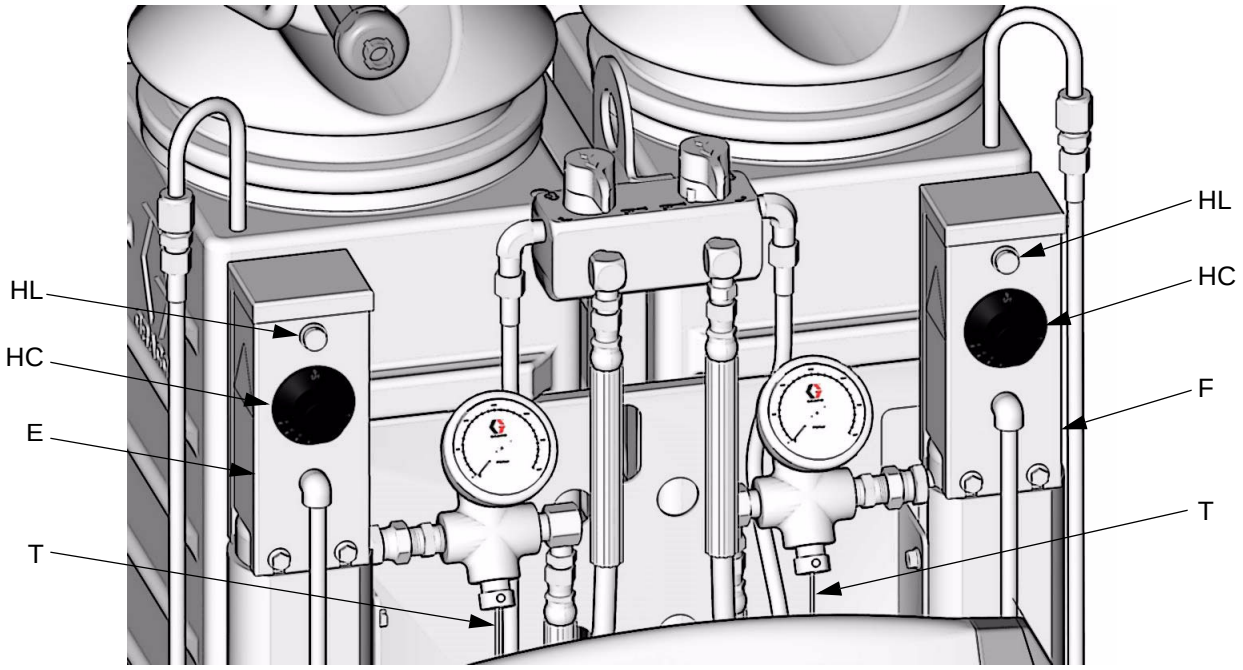

Рис. 4. Регуляторы температуры нагревателя
См. Рис. 4. Регулятор управления (HC) устанавливает температуру нагревателей компонента А и В. Индикатор (HL) светятся, когда термостаты осуществляют нагрев и погасают, когда нагреватели достигнут заданного значения. Устанавливается только на устройствах с подогревом.